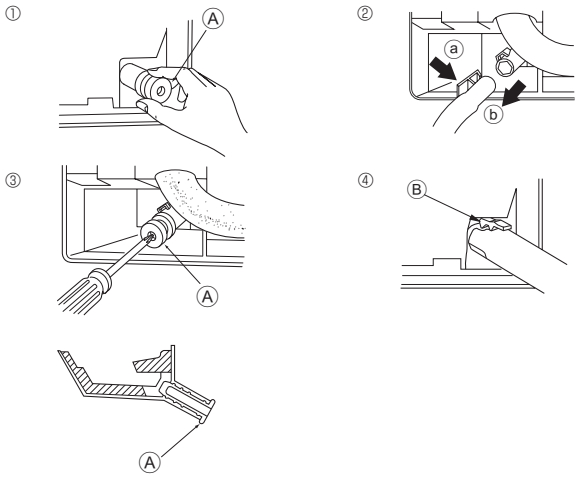

**Fig. 5-2**
**Préparation du tuyautage gauche et arrière gauche (Fig. 5-2)**
① Retirer le capuchon d'écoulement.